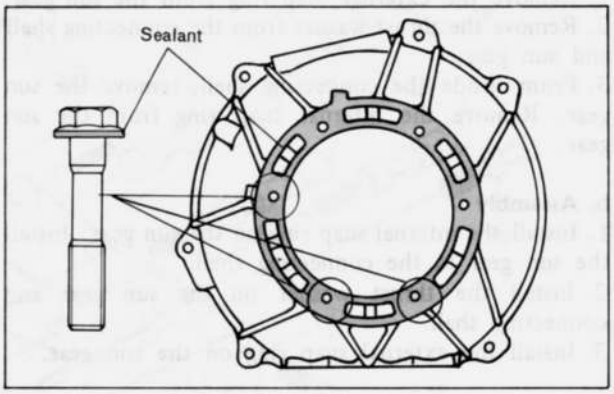

Fig. 7B–52 Applying sealant
16. Apply sealant (0118 77 723A) on the converter housing and three attaching bolt flanges, as shown in Fig. 7B–52.